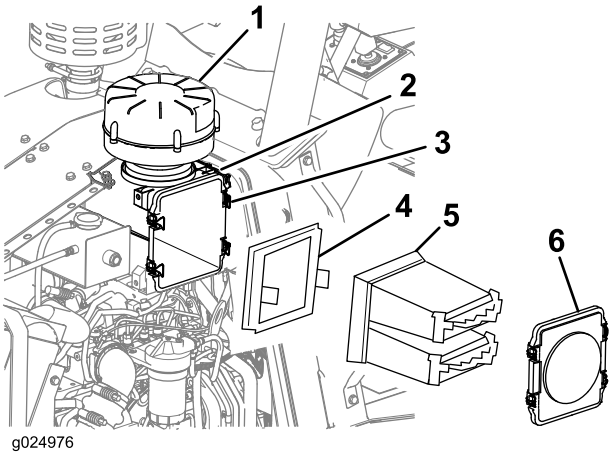

Figure 69
2. Déverrouillez les 4 verrous de maintien du couvercle du filtre à air, et déposez le couvercle (Figure 69).
3. Déposez le préfiltre et l'élément filtrant secondaire du boîtier du filtre à air (Figure 69).
4. Avec un chiffon humide propre, nettoyez l'intérieur du boîtier du filtre à air (Figure 69).
10. Fixez le couvercle au boîtier du filtre à air au moyen des 4 verrous du boîtier (Figure 69).